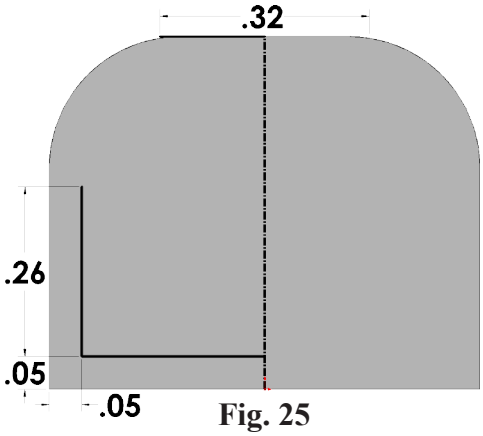

Fig. 25
Step 9. Add dimensions, **Fig. 25**.